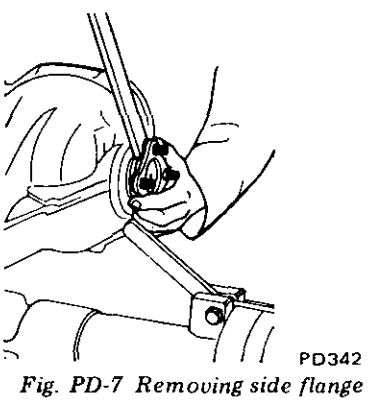

Fig. PD-7 Removing side flange
1. Drive side flange out with pry bar. See Figure PD-7.